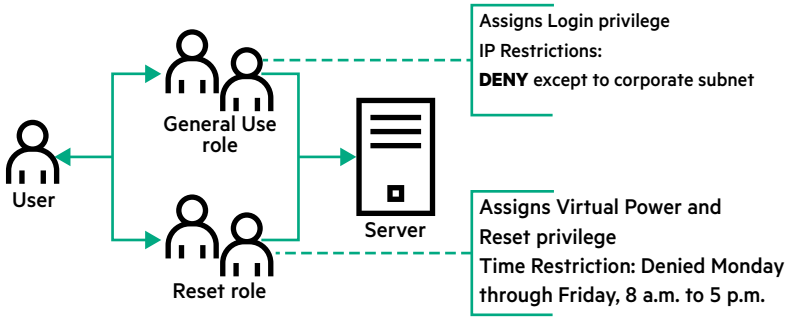
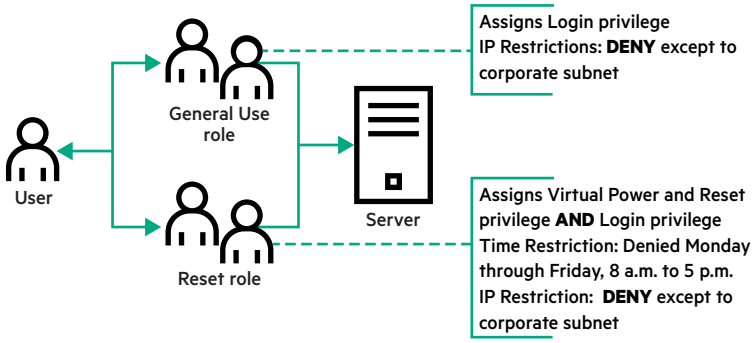

**Figure 10: Creating restrictions and roles**
**Figure 11: Restricting the Reset and General Use roles**
**Figure 10: Creating restrictions and roles** shows a security policy that dictates that general use is restricted to clients in the corporate subnet, and server reset capability is restricted to after hours.
The configuration shown in **Figure 10: Creating restrictions and roles** meets corporate security requirements. However, adding another role that grants the login right can inadvertently grant server reset privileges from outside the corporate subnet after hours. A more manageable solution is to restrict the Reset role and the General Use role, as shown in **Figure 11: Restricting the Reset and General Use roles**.